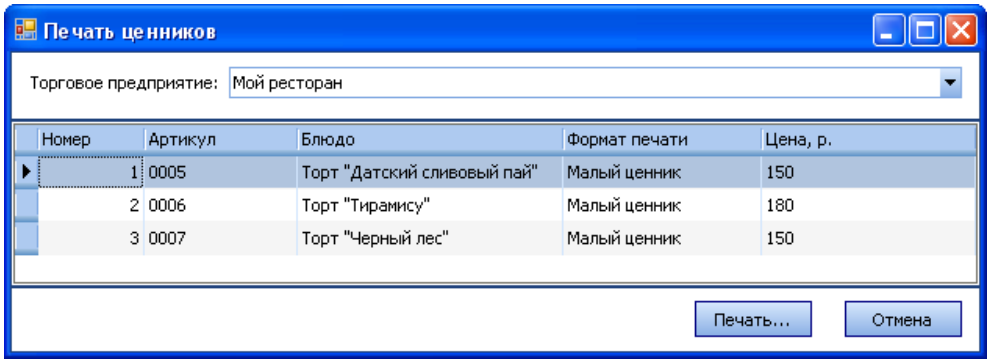

Рисунок 35 Окно Печать ценников
2. Нажмите кнопку **Действия** → **Печать ценников**. Откроется окно **Печать ценников** (см. Рисунок 35). В данном окне содержится перечень позиций, выбранных в приказе на момент вызова окна.